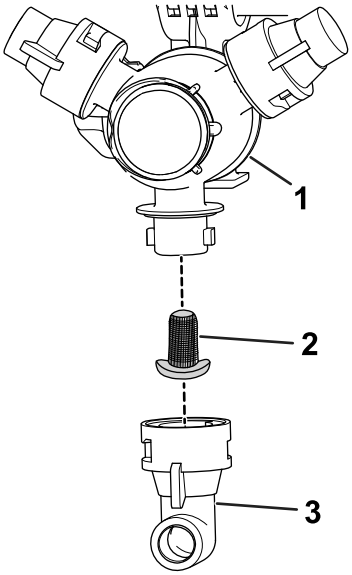

Figuur 62
2. Neem de spuitdop uit de houder Figuur 62
3. Verwijder het oude spuitdopfilter (Figuur 62).
4. Monteer het nieuwe spuitdopfilter (Figuur 62).
5. Monteer de spuitdop op de spuitdophouder (Figuur 62).